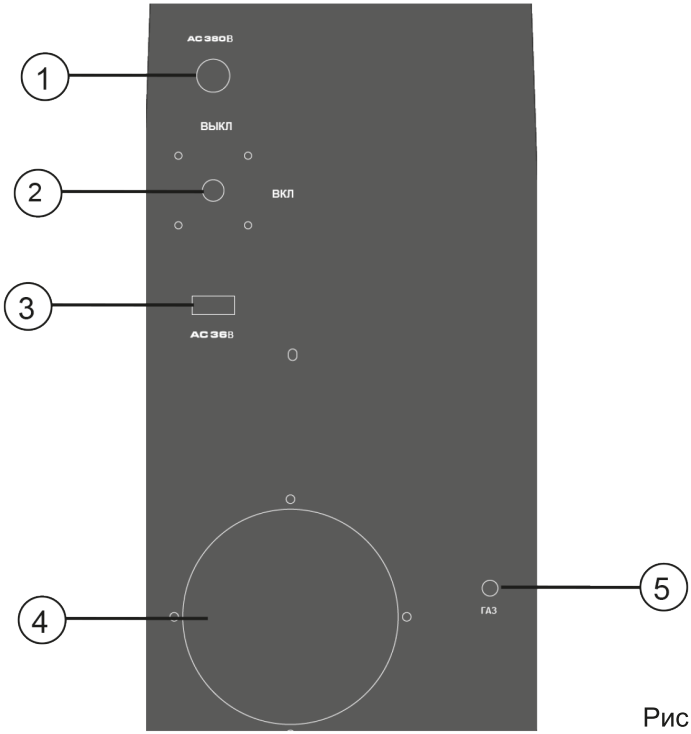

Рис. 4
3. Подсоедините газовый шланг к штуцеру (поз. 5, Рис. 4) на задней панели аппарата, а другой его конец к газовому баллону через редуктор.
10. Подключите аппарат к электросети и включите аппарат выключателем (поз. 2, Рис. 4) на задней панели аппарата.
2. Подключите аппарат к электросети и включите аппарат выключателем (поз. 2, Рис. 4) на задней панели аппарата.
Включите аппарат с помощью выключателя (поз. 2, Рис. 4).